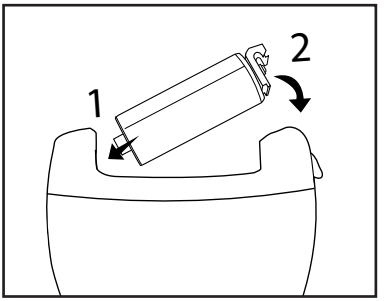

Figure 1
1) Press the release ❹ downwards and, at the same time, pull the side of the pumice attachment ❸/❿ next to the release ❹ upwards.
2) You can then pull the pumice attachment ❸/❿ out of the drive shaft socket ❾.
To fit a pumice attachment ❸/❿ (see fig. 1):
1) Push the pumice attachment ❸/❿ with the drive shaft ⓫ into the drive shaft socket ❾.
2) Press the other side of the pumice attachment ❸/❿ downwards. Ensure that the catch ❷ slides correctly into the groove and clicks into place.